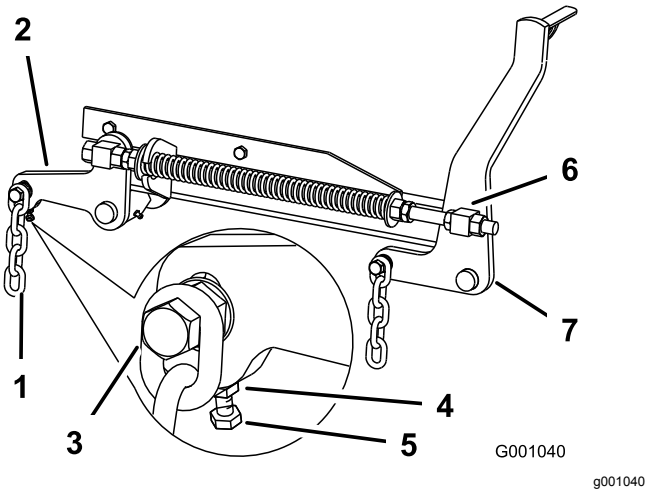

Figur 84
7. Hvis målingene ved stillingene **B** eller **C** ikke er korrekte, løsne bolten som fester den bakre kjeden til den bakre støttearmen (Figur 84).
8. Løsne låsemutteren under den bakre støttearmen, og juster justeringsbolten for å få en måling på 80–83 mm. Se Figur 84.
7. Løsne de fremre svivellåseskruene, foran på høyre og venstre svivel, ca. 13 mm (Figur 84).
8. Juster hevemutteren på både venstre og høyre side av maskinen for å oppnå 6–10 mm lavere foran ved **A** enn bak ved **B** (Figur 84).